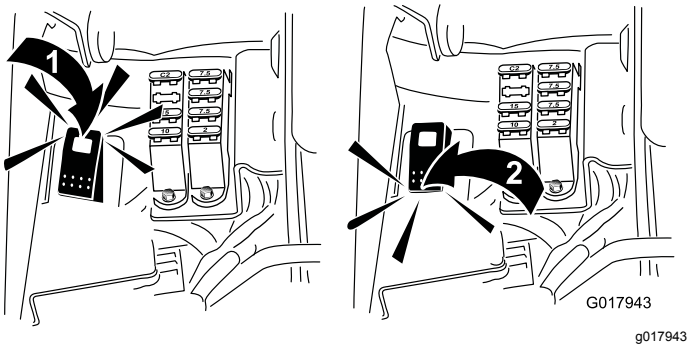

Figuur 59
5. Zet de wetschakelaar in de achteruitstand (R) (Figuur 59).